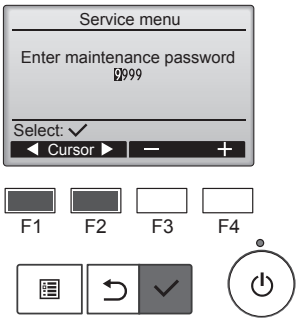

Fig. 7-2
① Выберите в Главном меню пункт “Service” (Сервисное обслуживание) и нажмите кнопку ☑.
② После выбора Сервисного меню появится окно ввода пароля. (Fig. 7-2)